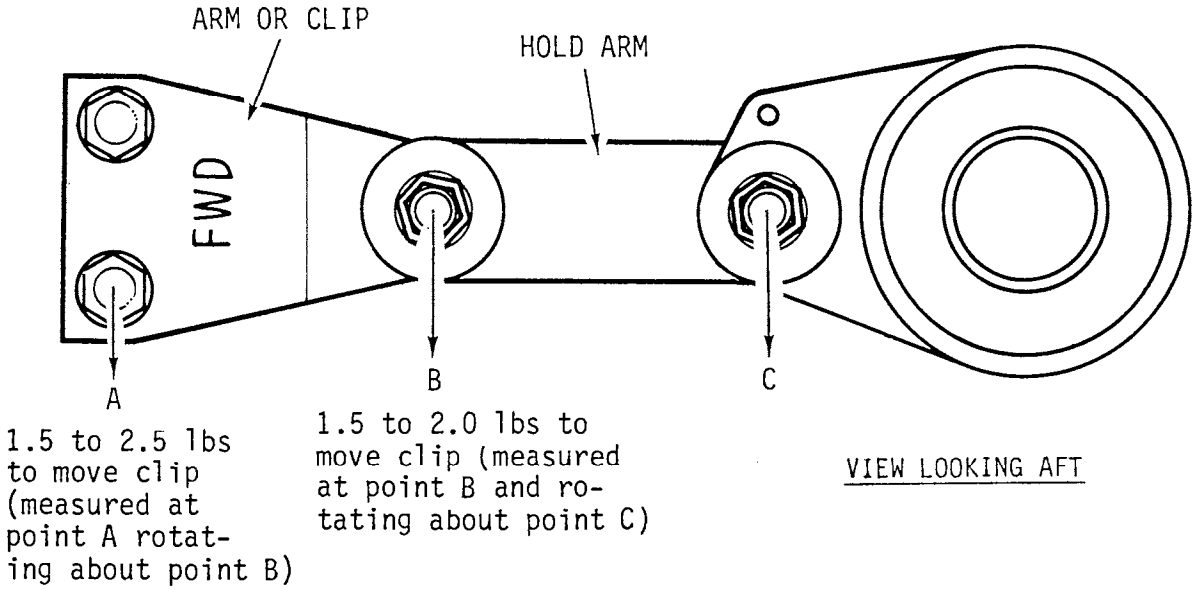

FIGURE 7-11A
f) Using a spring scale or dead weight, measure pivot frictions per Figure 7-11A. If friction is less than specified, bend A041-6 spring washer until it has a 0.070 ± 0.010 inch total height. If spring washer height is within limits but friction is still too low, lap metal from end of A105-9 journal. If friction is greater than specified, flatten A041-6 spring washer slightly or replace A105-9 journal.